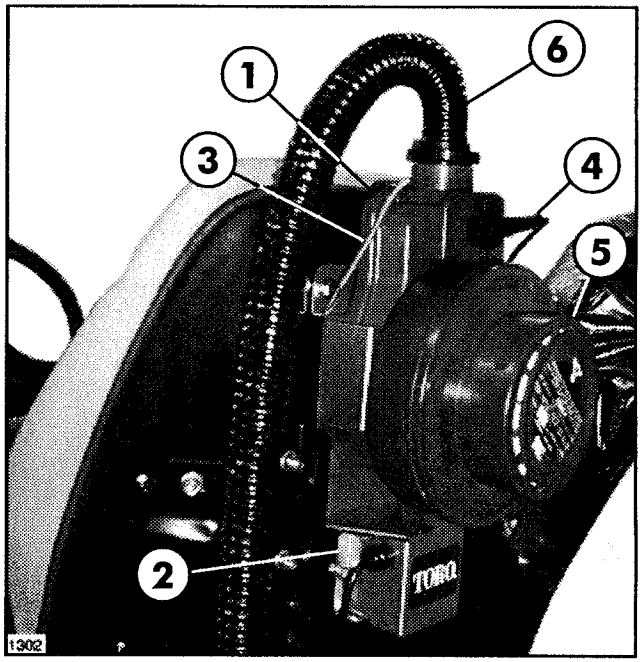

FIG. 8
17. Slide the Motor/Blower Unit into the Vehicle Mount PAPR Assembly and secure using Spring on top of Vehicle Mount PAPR Assembly. See FIG. 8.